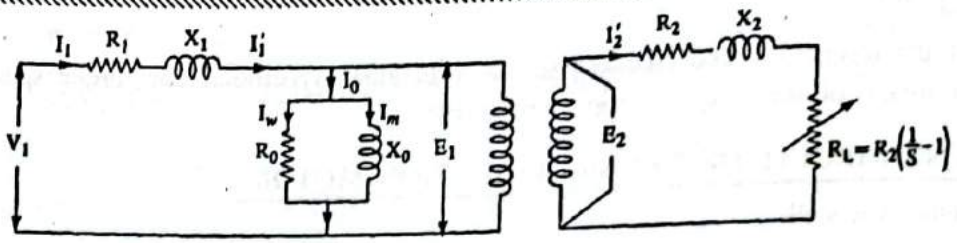

FIG. 4.15
- Fig. 4.15 is shown as equivalent per phase of a 3-phase induction motor. Here, the mechanical load is shown replaced by an equivalent electrical resistance $R_L$.